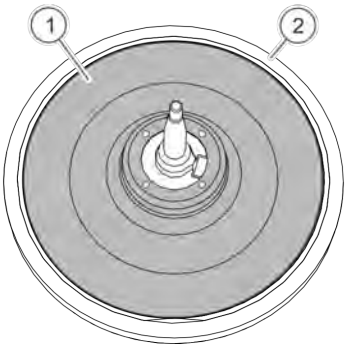

Fig. 26: Removing the motor cover
11. Disconnect the motor cover (*Fig. 26*/1) from the rubber sleeve (*Fig. 26*/2) by pulling, and put it to the side.
8. Insert motor cover (*Fig. 26*/1) and carefully press it into the groove of the rubber sleeve.